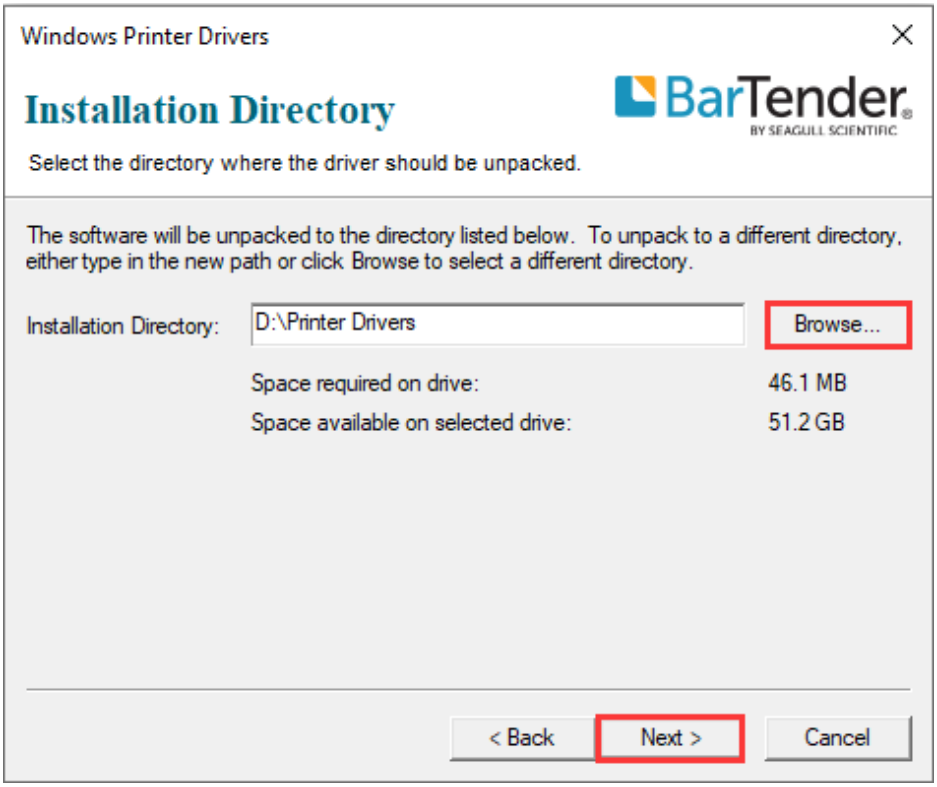

Figure 2-20 Installation Directory Screen
4. The "Installation Directory" screen displays. Click "Browse…" and select where the files will be installed, then click "Next", as shown in Figure 2-20.